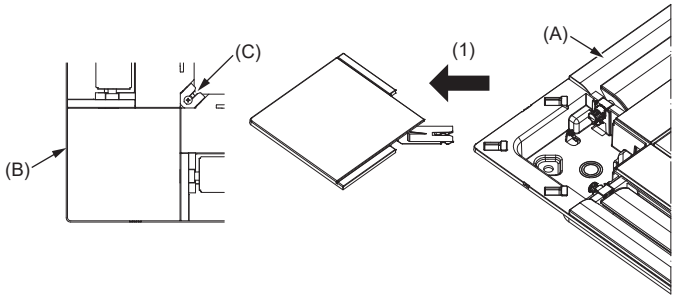

Fig. 10-4
10.2.2. Dépose du panneau d'angle (Fig. 10-4)
- Desserrez la vis au coin du panneau d'angle. Pour retirer le panneau, faites-le glisser dans le sens indiqué par la flèche (1).